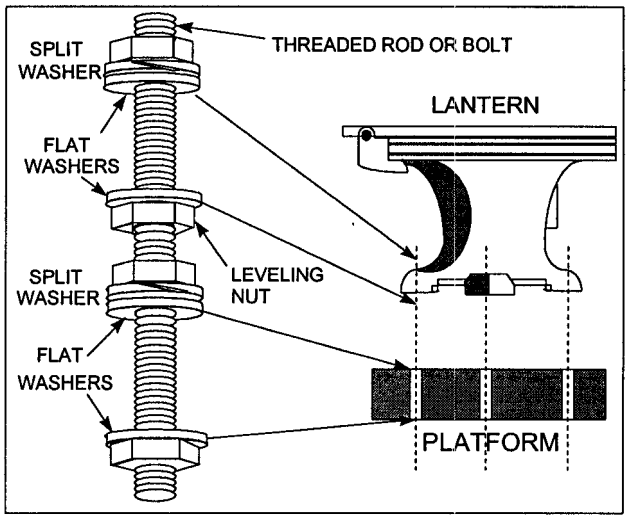

Figure 2-1
a. Install three (3) threaded rods or bolts on the platform as shown in Figure 2-1 (only three of the four holes in they base are used). Add the leveling nut and flat washer at this time.